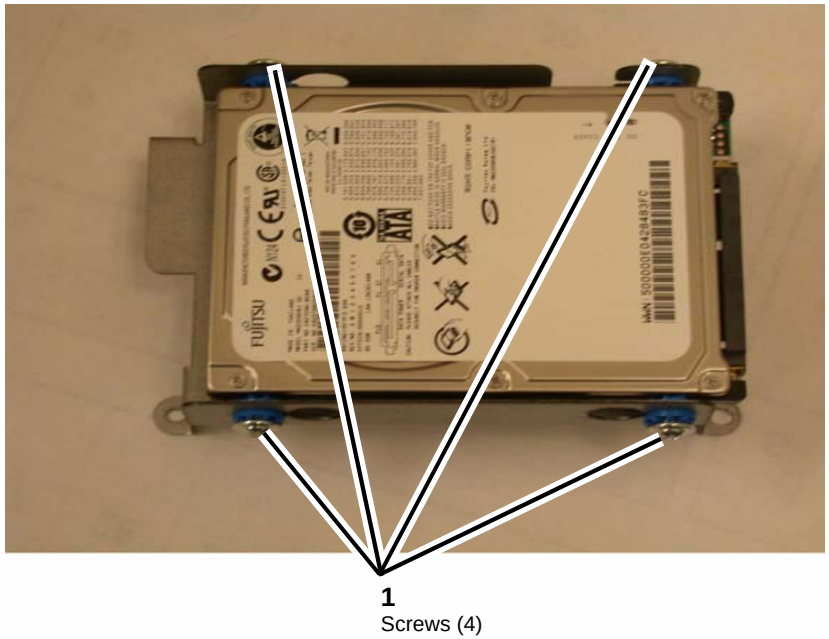

Figure 3 Removing Replacing the Disk Drive from the HDD chassis
1. After positioning the Disk Drive inside the HDD chassis, install the 4 screws (Figure 3).